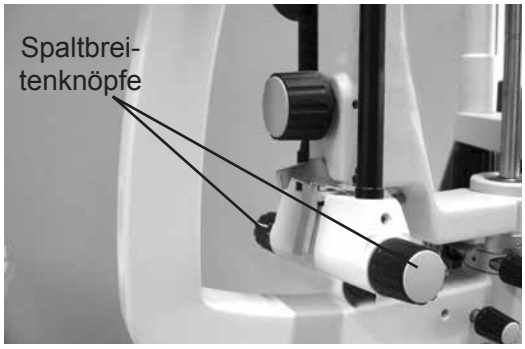

Abbildung IN-7
14. Die Spaltbreite kann durch Drehen der Spaltbreitenknöpfe eingestellt werden. Siehe Abbildung IN-7.